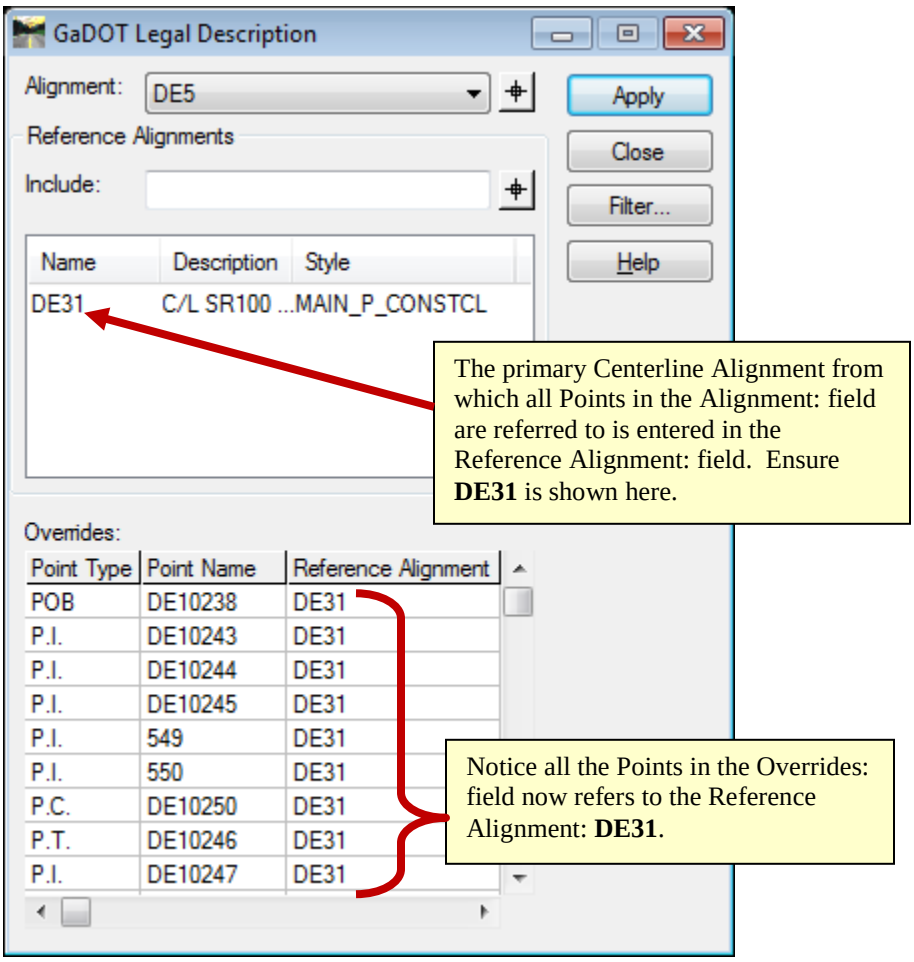

Figure L12-56 GaDOT Legal Description
52.	**The Reference Alignment: field is where the primary Centerline Alignment from which all Points in the Required R/W Alignment will be referenced. Enter the Reference Alignment DE31 (SR 100 SPUR).** • In the **GaDOT Legal Description** dialog, use the Locate button next to the **Reference Alignments Include:** field to select ***DE31*** as shown in *Figure L12-56*. • Notice when this is done that all the Points in the **Overrides:** field change to refer to the **Reference Alignment:** ***DE31***.